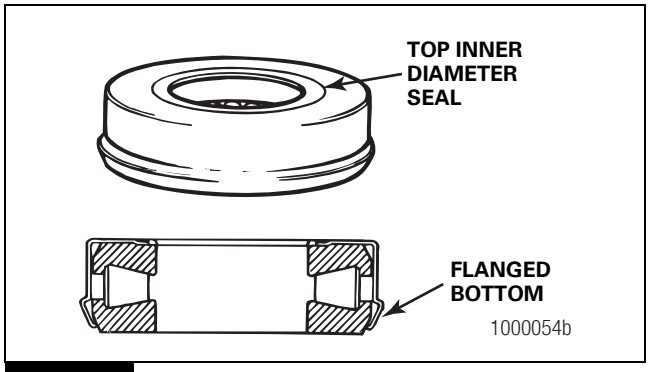
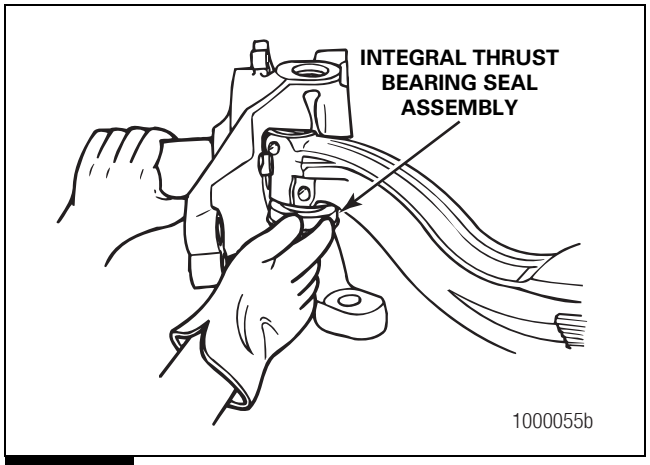

Figure 6.21
Figure 6.22
5. Slide the thrust bearing and seal assembly between the bottom knuckle bore and the bottom of the axle beam. The surface with the inner diameter seal must be on the top. The surface with the outer diameter seal must be on the bottom. Figure 6.21 and Figure 6.22.